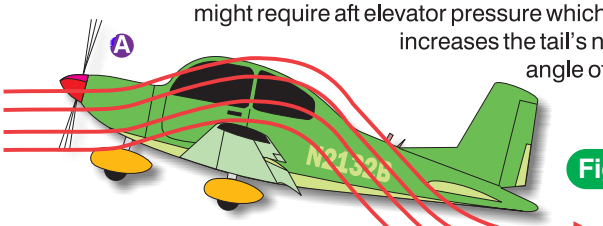
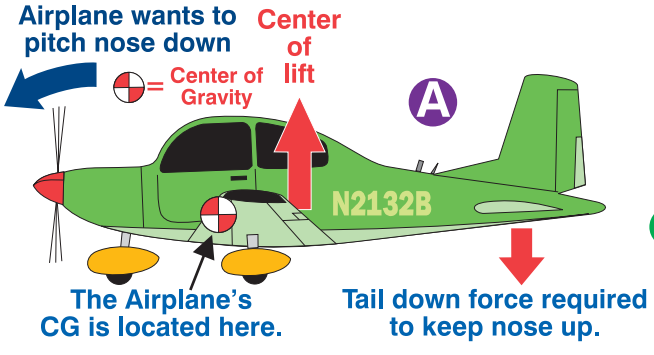

Fig. 139
Fig. 138
Most airplanes have a nose-down pitching moment generated by the center of gravity (CG) being ahead of the wing's center of lift (Figure 138). It is the role of the tail surface to counteract this moment by providing lift that acts in a downward direction. Unfortunately, this arrangement often allows an application of flaps (as an intentional move to reduce the airplane's stall speed) to increase the negative angle of attack (AOA) on the tail. In other words, the application of flaps might require slight aft elevator pressure (creating more downward-acting lift) to maintain the desired attitude. Aft elevator pressure increases the AOA (in the negative direction), moving the tail closer to its critical angle of attack. The result of this configuration is that actions that move the wing away from stall, such as deployment of flaps or increasing speed, might move the tail toward its critical angle of attack, possibly resulting in a tailplane (or tail) stall (Figure 139). The disadvantage here is that a tailplane stall typically would occur during approach and landing—a time when the airplane has less altitude to recover from a stall.